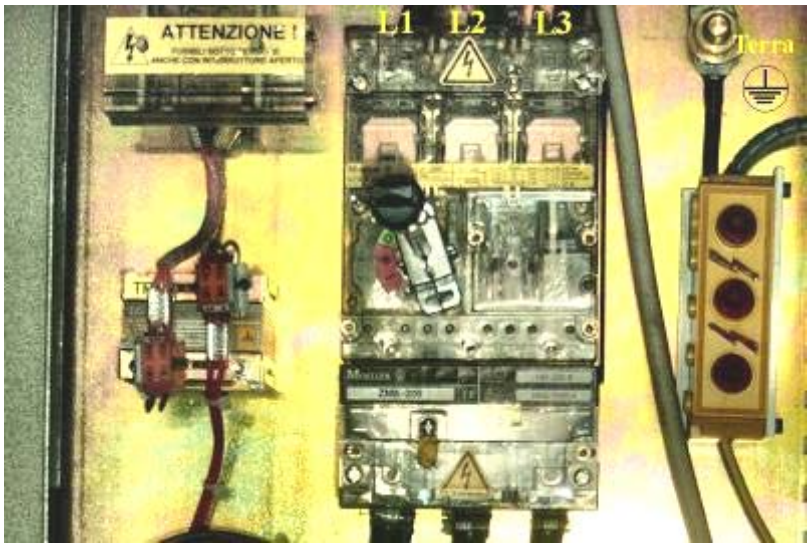

Рисунок 7.4.1: образец главного выключателя
Подсоединить, для всего описанного оборудования, сетевые кабели и кабель заземления соответственно к клеммам *L1, L2, L3* главного термомагнитного выключателя (*IAL*) **, соблюдая цикличное направление фаз** (L1=R, L2=S, L3=T), и к клемме с обозначением символа *земля*, находящейся на электрическом щите генератора – рисунок 7.4.1
8. Проверить манометр, находящийся на группе охлаждения: если электрическое соединение и направление вращения насоса правильны, манометр будет показывать *давление в 2-4 бара*. В другом случае, отключить все активированные ранее выключатели, и поменять местами две из трёх главных фаз *(L1, L2, и L1, L3 или L2, L3)* и повторить процедуру – рисунок 7.4.1